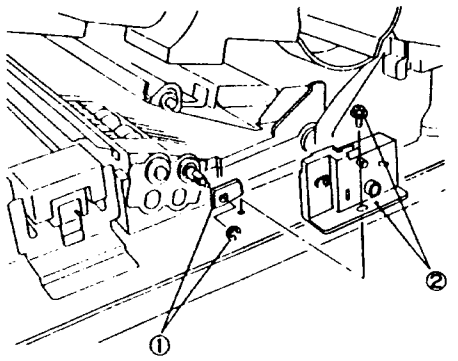

Рис. 2 NZM-0039
3. (Рис. 2): Снимите узел накладки регистрации и шестерню.
①. Отверните винт и снимите узел накладки регистрации.
②. Снимите E-клипсу и шестерню.